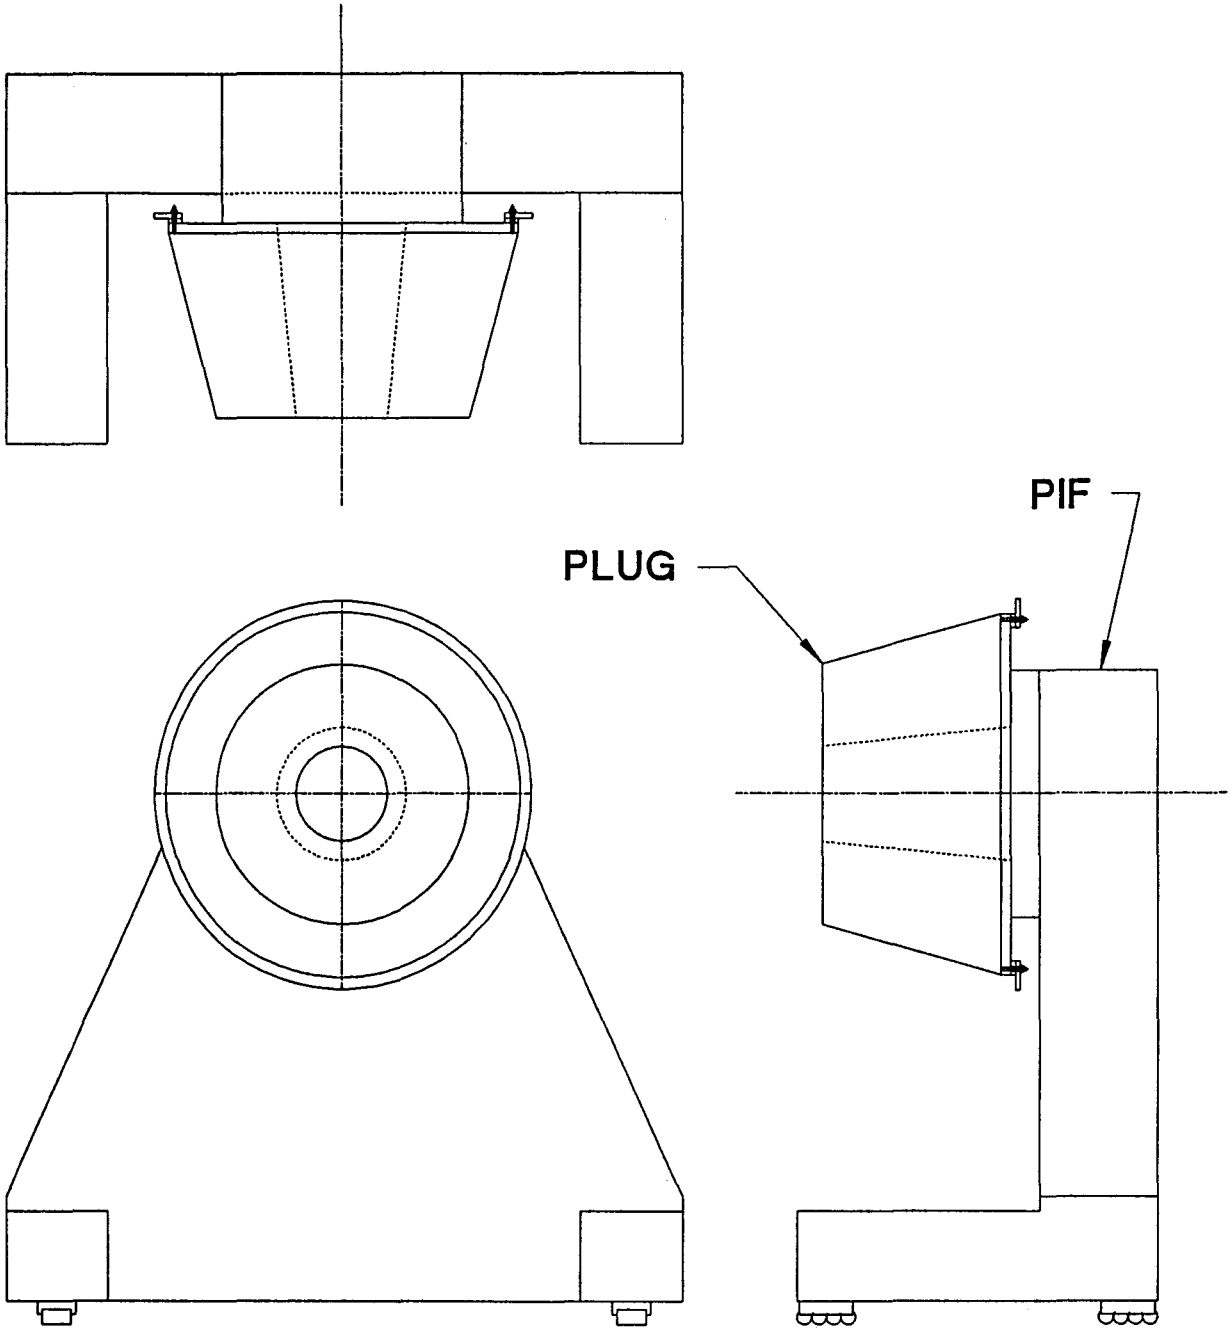

FIG. 3
c) Plug Installation Fixture, **PIF** (See **Figure 3**) (≈ 20 ton, steel weldment with Hilman rollers)